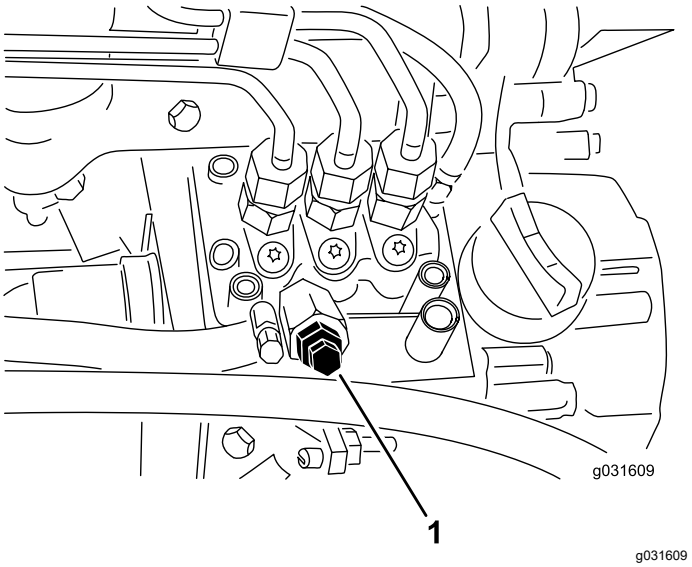

Figura 53
4. Desaperte o parafuso de purga que se encontra na bomba de injeção de combustível (Figura 53).